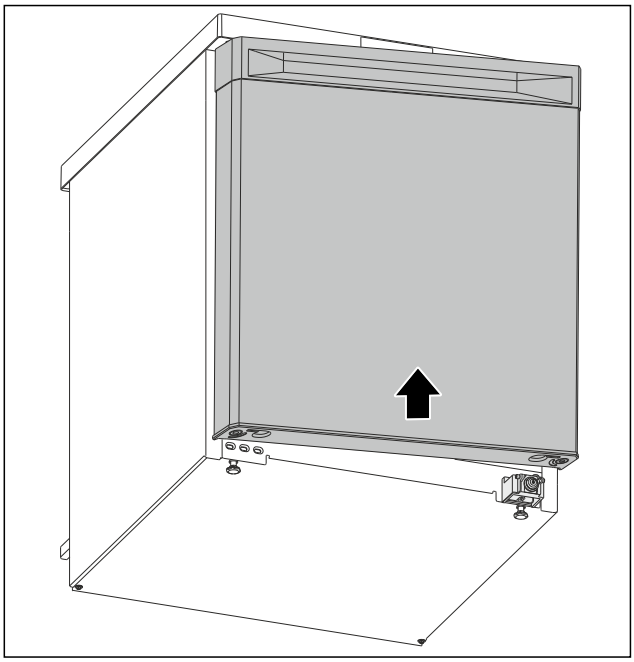

Fig. 22
▶ Împingeți ușa în stare deschisă pe bolțul superior. (vezi Fig. 22)